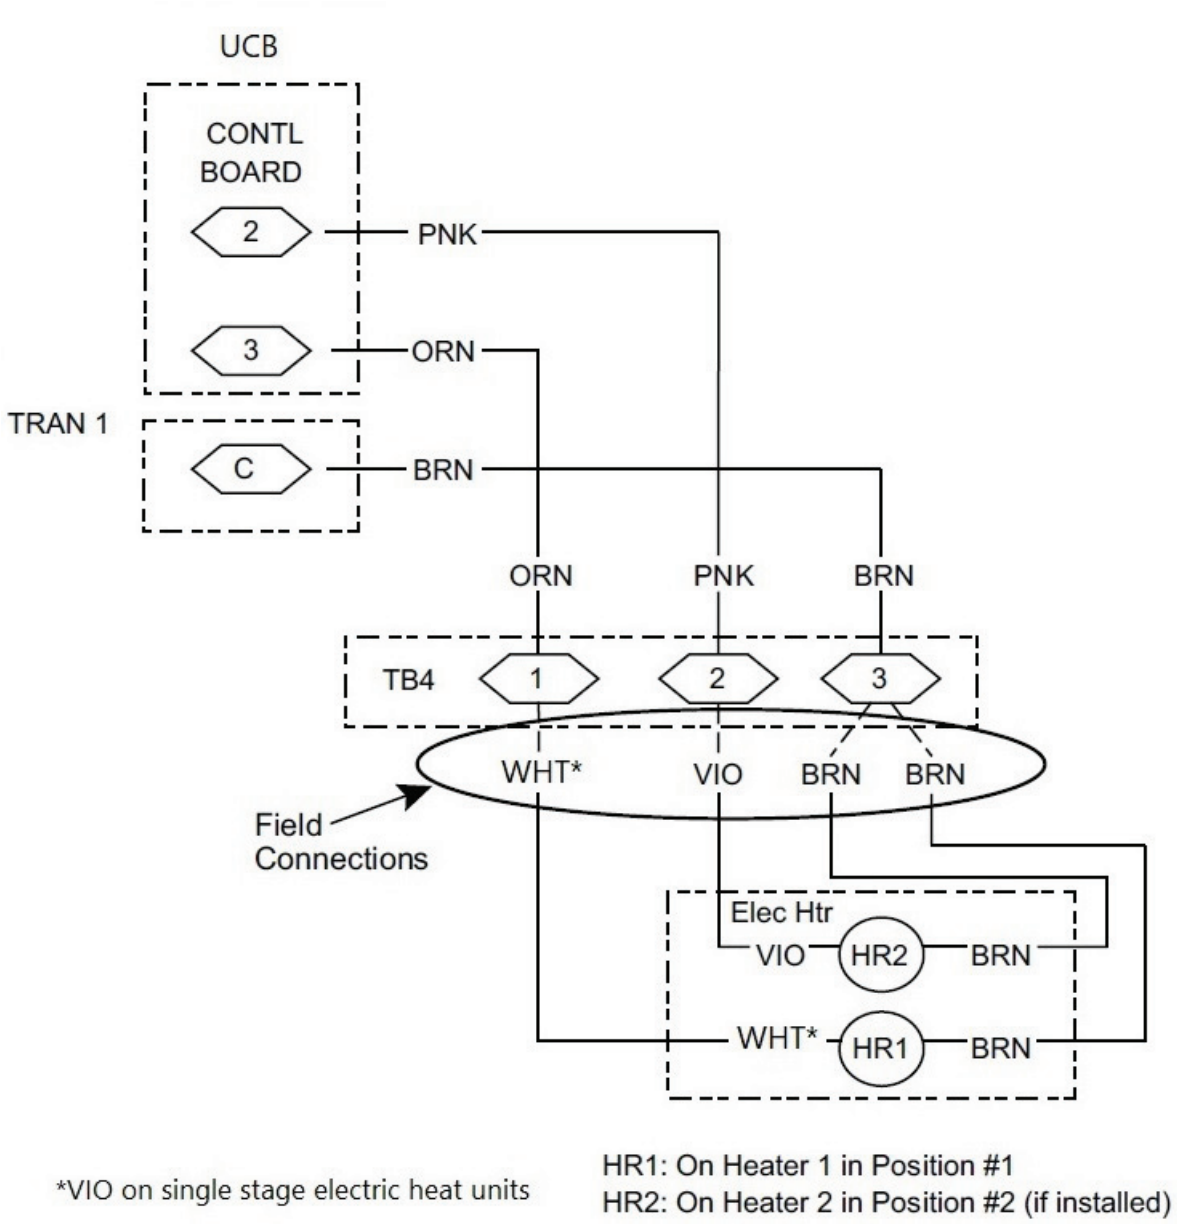

Fig. 16 — Accessory Electric Heater Control Connections (AC-1 and AC-2 Units)
c. Using the wire tie provided, fasten the RED wire to heater power wire harness near existing wire tie on heater module. This provides strain relief for the RED wire. (See Fig. 16.)